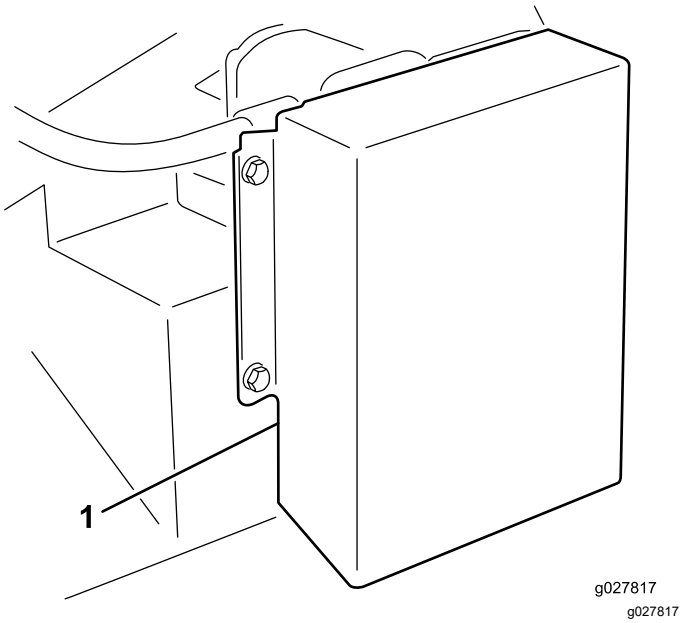

Рисунок 9
1. Снимите крепления, фиксирующие щиток двигателя на раме деки (Рисунок 9). Снимите щиток.
2. На задней стороне рамы ослабьте болт, крепления натяжителя ремня к раме (Рис. 9).
3. Снимите болт и гайку, которые крепят направляющую натяжителя к креплению привода (Рис. 9). При снятии болта натяжение ремня ослабнет.